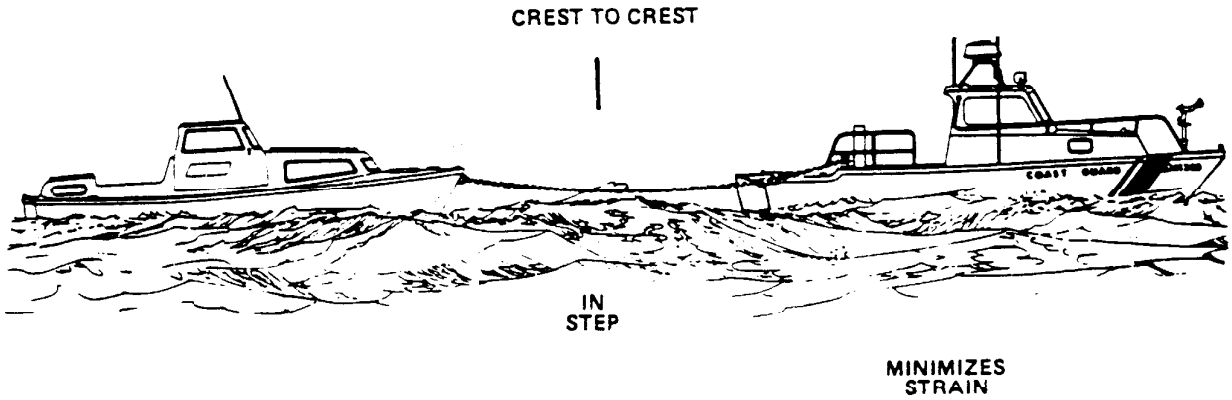

Figure 12-28 Boats in Step
(3) Keep the towed boat in step (position). That is, a proper distance behind your boat in relation to the sea/swell patterns so that your boat and the towed boat ride over the seas in the same relative position - WAVE CREST to WAVE CREST. If one boat is in a trough while the other is on a crest, the towline will become slack and then taut as the positions of the boats alternate. The sudden jerk which results when the towline becomes taut is called "jumping the line" and can exceed the breaking strength of the line. If the towing boat is riding up a crest while the towed boat is sliding down the towline will become slack, thus exerting no control of the towed boat. A towed boat may be kept in step by providing more scope in the towline, or alternating the course so as to cross the swells diagonally (See Figures 12-28, 29 & 30).
(4) When a boat is in tow astern the possibility always exists that it may begin veering to one side of your boat or the other along the towline. This veering, called YAWING, is EXTREMELY dangerous and unless corrected may cause one or both boats to capsize. The tremendous force on deck fittings resulting from yawing may also damage deck fittings and other attachment points. Consequently, it is important to prevent or reduce yawing to the extent possible. Any one or more of the actions below will help to do so.